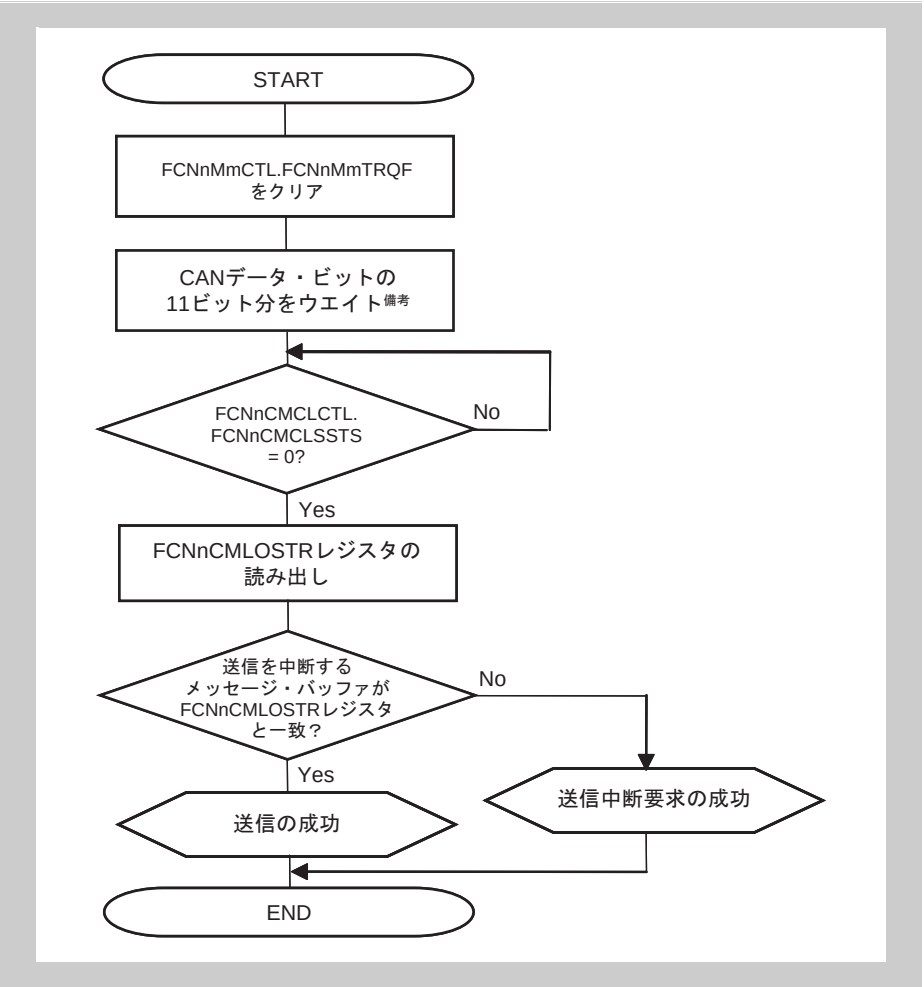
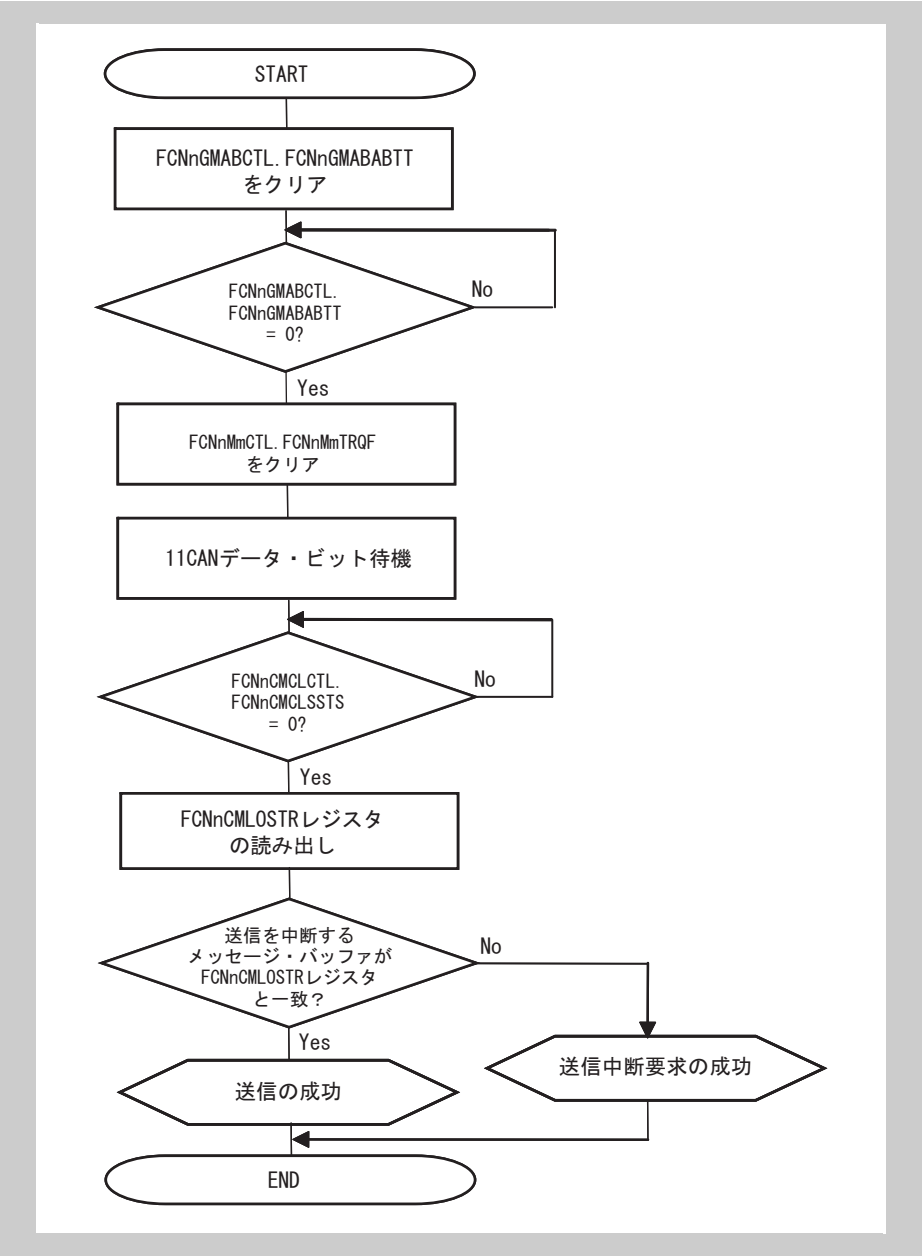

図 20-24 送信中断処理（ABT 付き通常動作モードの実行中を除く）
図 20-25 ABT 送信以外の送信中断処理（ABT 付き通常動作モードの実行中）
- 動作モード中に*図 20-24* の送信中断処理に従った全ての送信要求クリア後の初期化モード状態時（ABT 付き通常動作モード中は*図 20-25* の送信中断処理に従って全ての送信要求をクリアしてください。）
2. FCN スリープ・モード／FCN ストップ・モードへの移行要求は，*図20-26「ABT 送信要求中断処理（ABT 付き通常動作モードの実行中）(1)」*または*図20-27「ABT 送信要求中断処理（ABT 付き通常動作モードの実行中）(2)」*の手順に従って FCNnGMABCTL.FCNnGMABABTT をクリアしたあと（ABT モードを中断したあと）で発行してください。ABT 領域以外の領域で送信要求をクリアする場合は，*1160 ページの図20-24「送信中断処理（ABT 付き通常動作モードの実行中を除く）」*の手順に従ってください。